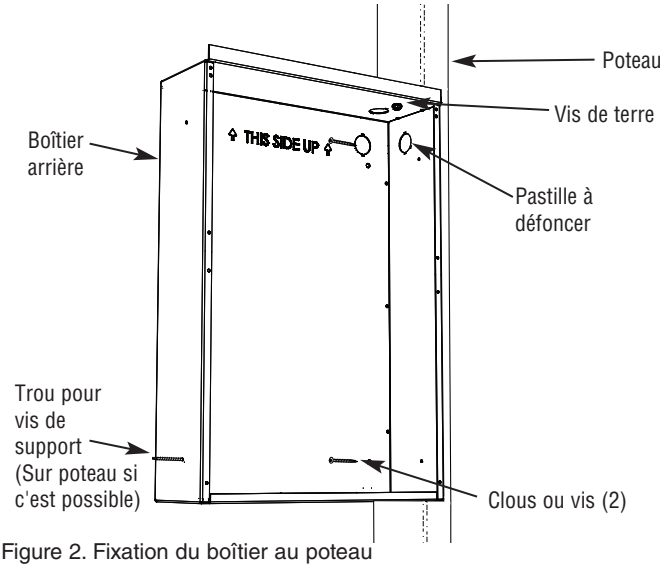

Figure 2. Fixation du boîtier au poteau
1. Dans une construction neuve sans finition de mur en place, positionnez le boîtier arrière contre le côté d'un poteau mural, en le laissant dépasser légèrement du poteau pour arriver de niveau avec la surface de mur finie (Il vous faut connaître l'épaisseur de la future finition murale avant l'installation). Fixez le boîtier au poteau en utilisant deux vis (non fournies) comme montré en Figure 2.
a. Si c'est possible, installez une vis longue additionnelle (comme une vis à bois de 3") au travers du trou de montage du bas, pour aller jusqu'au Poteau le plus proche (Voir la Figure 2). Veillez à ne pas serrer cette vis avec excès pour ne pas déformer le boîtier arrière, ce qui rendrait l'insertion de l'ensemble de radiateur difficile ou impossible. Cette vis ne devra être serrée que juste assez pour tenir en place.
b. Percez un petit trou dans le boîtier arrière, de niveau avec la surface intérieure du mur fini, et installez-y une vis (sa longueur n'est pas critique, mais elle doit faire au moins 1" ou 2,5 cm). Voir la Figure 2.
1. Localisez un poteau et marquez soigneusement le mur avant de découper un trou mesurant 12-1/4" (31,1 cm) de large sur 17-3/4" (45,1 cm) de haut, de façon à ce qu'un côté de cette découpe suive le bord du poteau (Voir la Figure 2).
3. Insérez le boîtier arrière dans l'ouverture, en alignant ses côtés pour arriver de niveau avec la surface de mur fini, et fixez le boîtier au poteau en utilisant deux vis (non fournies) comme montré en Figure 2.
5. Insérez une vis à bois #8 de trois pouces de long (non fournie) au travers du côté libre du boîtier arrière qui n'est pas fixé au poteau, et fixez dans le trou de montage du bas. Cela empêchera le boîtier arrière de pouvoir être tiré du côté non supporté au moment de l'installation dedans de l'ensemble de radiateur. Faites attention de ne pas faire mordre la vis à bois de plus de 3/8" dans le poteau. Trop d'enfoncement entraînerait la sortie du boîtier arrière de son alignement (Voir la Figure 2).